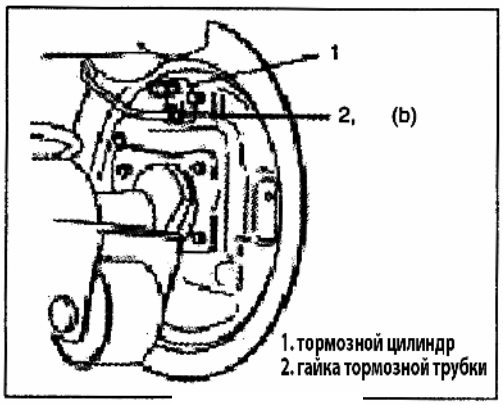

Рис. 587
10) Подсоедините тормозные трубки к тормозным цилиндрам и затяните гайки трубок требуемым моментом (Рис. 587).